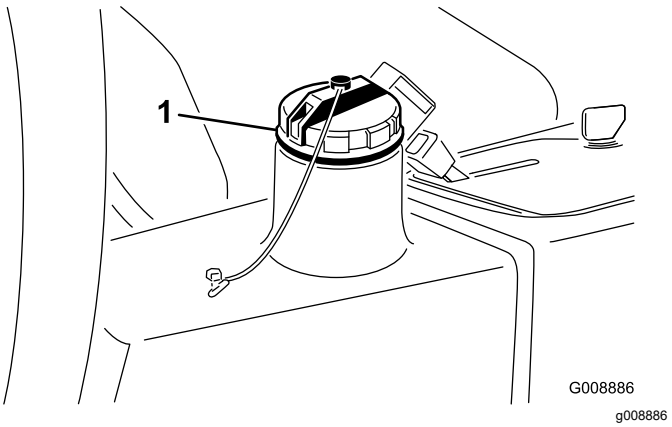

Figur 81
4. Fyld beholderen (Figur 81) med ca. 13,2 l hydraulikvæske. Se Kontrol af hydrauliksystemet (side 24).